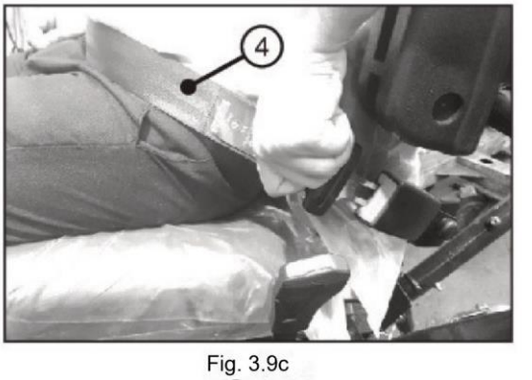

Fig. 3.9c
- Sikkerhedssele (4, fig. 3.9c) for sikkerhed.